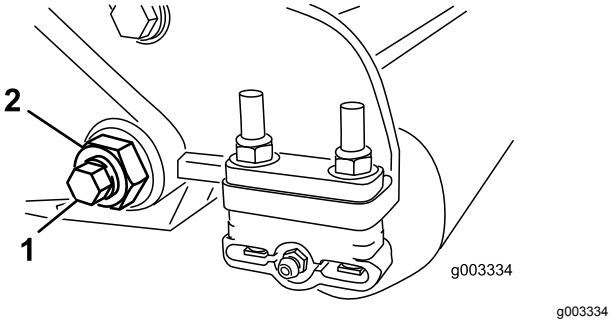

Figure 30
3. De chaque côté de la machine, desserrez le contre-écrou de fixation du boulon de la barre d'appui (Figure 30).
4. Retirez les boulons de la barre d'appui afin de pouvoir abaisser la barre et la déposer du boulon de la machine (Figure 30).